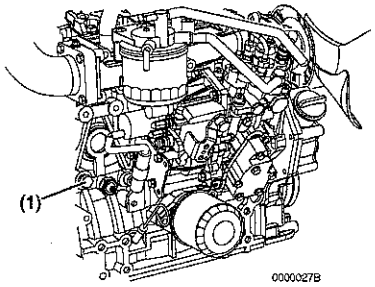

Figura 20
- Per i modelli non dotati di elemento refrigeratore dell'olio, rimuovere il tappo di scarico del refrigerante **(Figura 20, (1))** dal blocco motore.